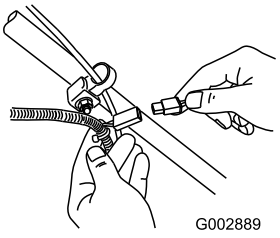

Figur 31
1. 1. Anslut laddaren till maskinens ledningsnät nedanför tändningsnyckeln (Figur 31).